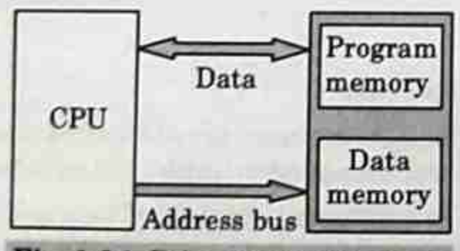

Fig. 1.6.1. Princeton architecture.
2. Fig. 1.6.1 shows the Princeton architecture that allow storing or modifying the programs easily.